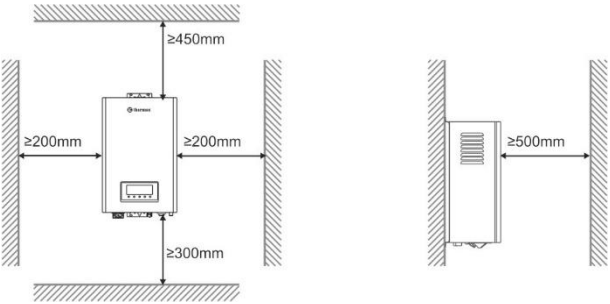

Рис. 5. Минимальные расстояния от электрического котла до поверхностей.
7.2.1. Размещение прибора на стене (Рис.5)